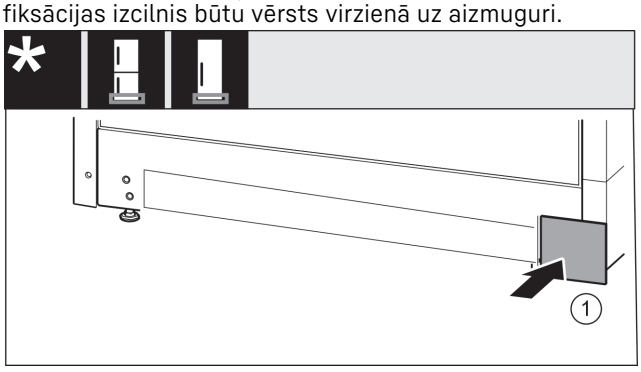

Fig. 17
▶ Uzlieciet atpakaļ pārsegu *Fig. 17 (1)* otrajā pusē.